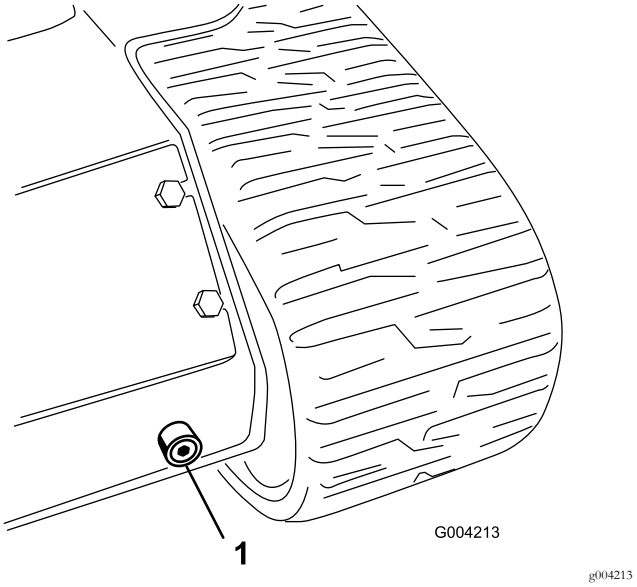

Figuur 61
6. Plaats een grote opvangbak (geschikt voor ruim 50 liter) onder de aftapplug aan de voorzijde van de tractie-eenheid (Figuur 61).
7. Verwijder de aftapplug zodat de olie in de opvangbak kan lopen (Figuur 61).